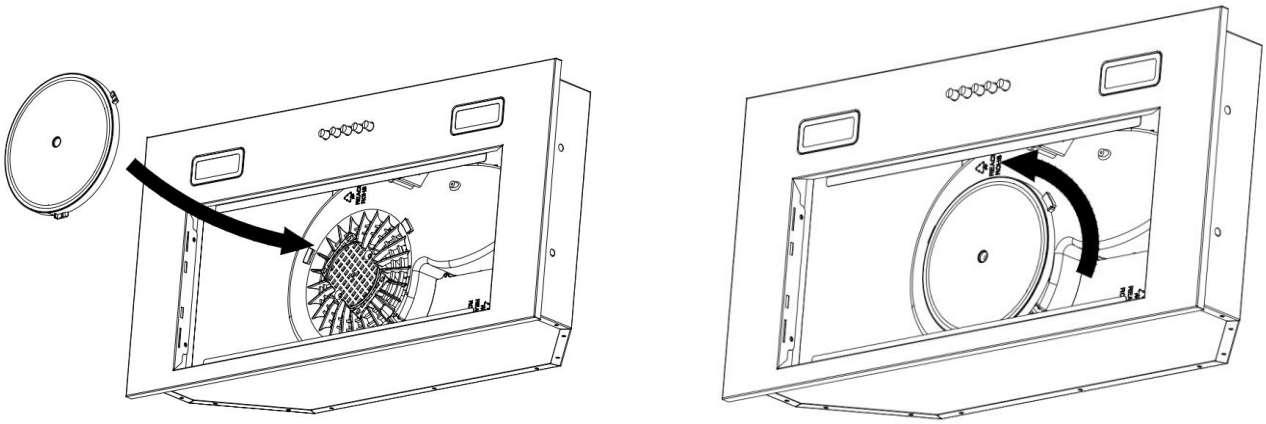

Рис.5
2. Угольные фильтры расположены с обеих сторон двигателя. Поворачивайте фильтры до тех пор, пока они не снимутся (см. Рисунок 5).